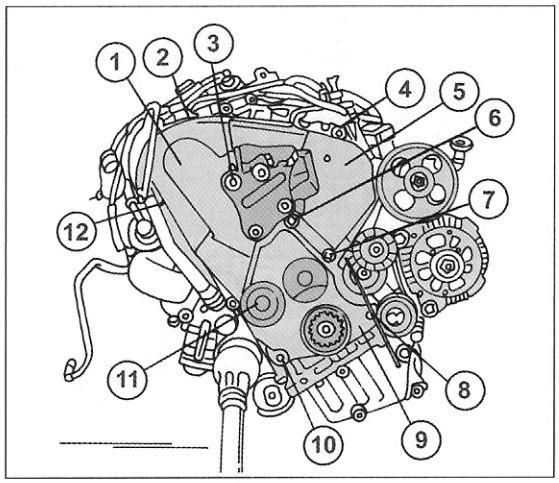

Bild 123
- Unter Bezug auf Bild 123 die folgenden Teile abmontieren, Das Bild zeigt den ausgebauten Motor, um die Arbeiten verständlicher zu erklären: Die Schrauben (2), (3), (11) und (12) lösen und den oberen Zahnriemenschutzdeckel (1) ausbauen. Ebenfalls den seitlichen Deckel (5) abnehmen. Dazu die Schrauben (4), (6) und (7) herausdrehen. Die Schrauben (8) und (10) entfernen und den unteren Zahnriemenschutzdeckel (9) abnehmen. Zu beachten ist, dass die Schraube (11) ebenfalls die Wasserpumpe hält. Diese muss man nach Ausschrauben mit einem Abstandsring von 17 mm Stärke versehen und wieder einschrauben. Wird mit 15 Nm angezogen.
Der weitere Einbau erfolgt jetzt in der gegebenen Reihenfolge (Bild 123):